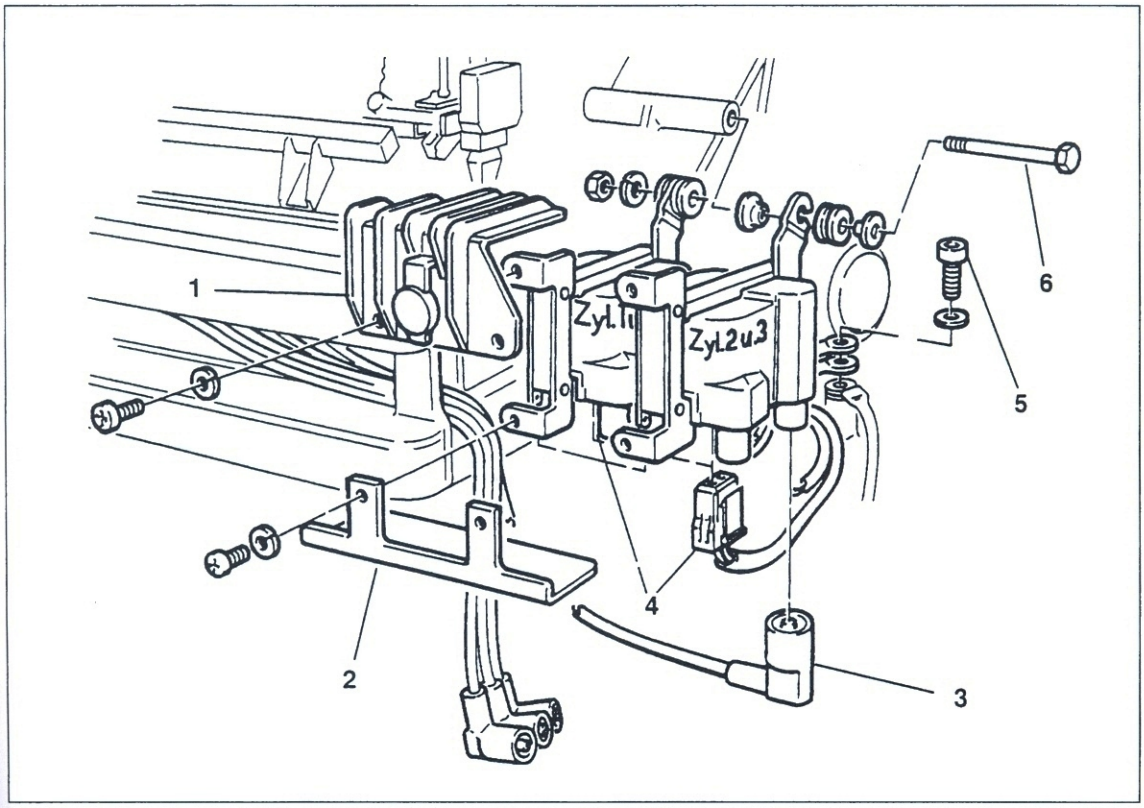
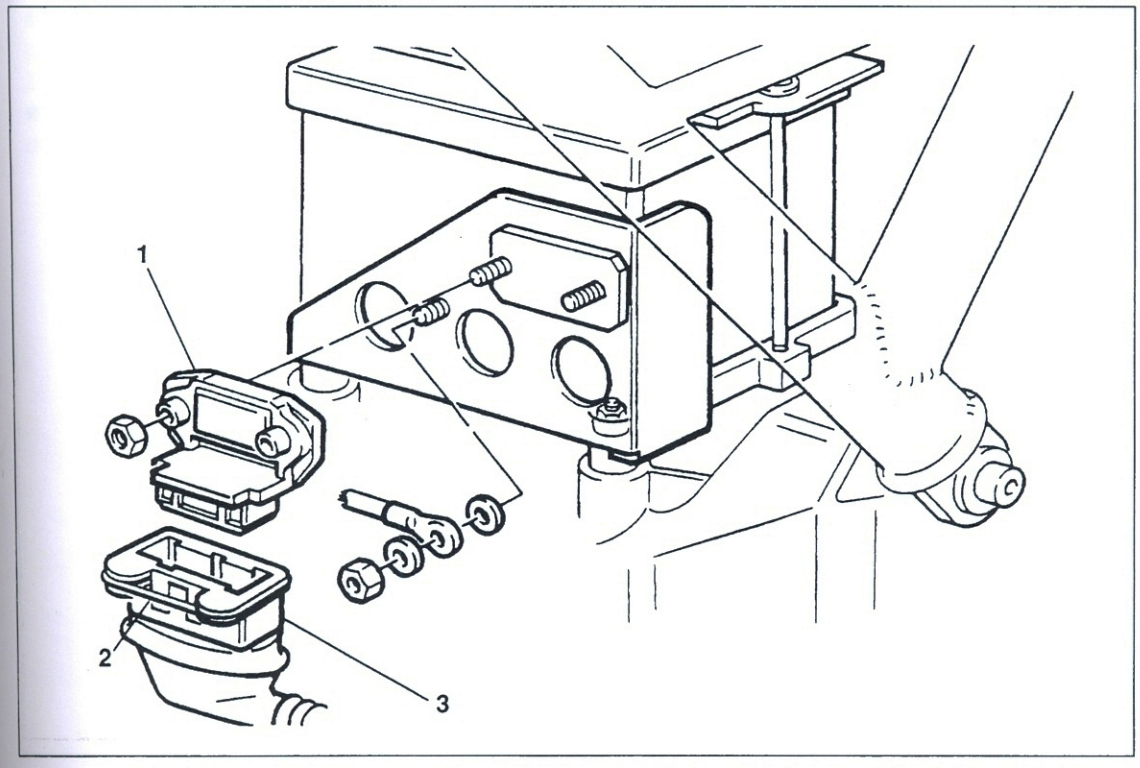

Bild 77
Bild 78
- Zündspulen-Abdeckungen ① und ② Bild 77 abnehmen.
- Stecker ③ von Zündspulen abziehen.
- Stecker ④ für Klemme «1» und «15» abziehen.
- Massekabel ⑤ vom Starter lösen.
- Unteren und oberen Lagerbolzen ⑥ der Zündspulen herausziehen und Zündspulen abnehmen.
- Zündungsendstufe ① Bild 78 ausbauen, Sicherungsbügel ② drücken und Endstufe vom Stecker ③ abziehen.
● Widerstand der Primärwicklungen an Spulen zwischen Anschlüssen «1» und «15» des Steckers ④ Bild 77 messen. Sollwert ~ 0,5 Ω.
● Zündspulen (Bild 77) mit Bolzen an Zwischenflansch/Motorgehäuse anbringen (5 Nm).
● Vor Einbau der Zündungsendstufe (Bild 78) Rückseite mit Wärmeleitpaste Curil K 2 bestreichen.